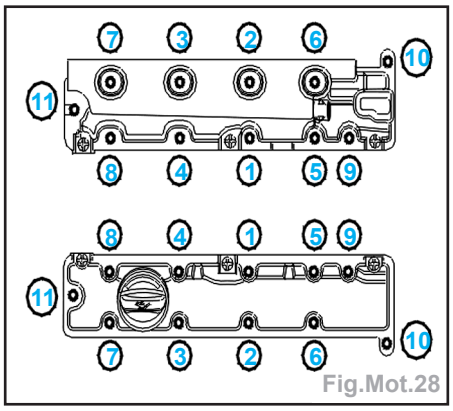

Fig.Mot.28
- Reposer les couvre-culasses suivant l'ordre indiqué (Fig.Mot.28).